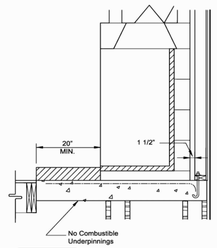

FIGURE 4
A. The fireplaces must sit upon a concrete support slab designed to bear the total installed weight of the fireplace and DM chimney system. These support slabs can have no wood underpinnings. (Figure 4)
B. Concrete support slabs for fireplaces must provide the noncombustible hearth extension substrate needed to support the code required noncombustible hearth extension finish materials. (Figure 4)